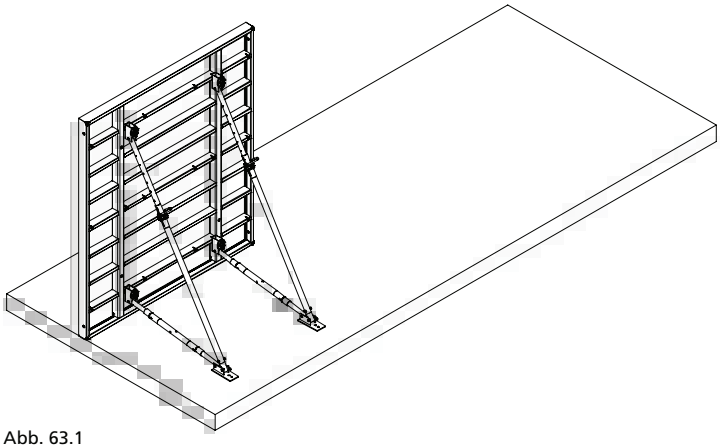

Abb. 63.1
2. Das erste Element stellen und mit 2 Richtkonsolen am Boden/Betonfertigteil fixieren, um es gegen Umfallen zu sichern (Abb. 63.1). Die Fußplatte muss kraftschlüssig am Boden/Betonfertigteil befestigt sein – auf Erdreich mit 2 Erdnägeln, auf Beton mit 2 Schwerlastdübeln.